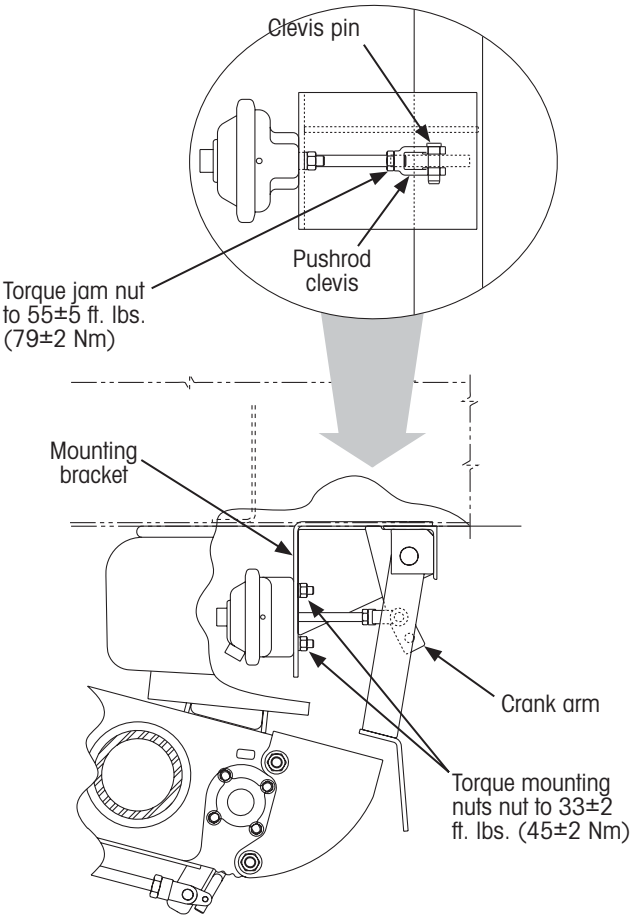

Figure 46: INTRAAX® stationary brake chamber installation details
2. **Slide** the brake chamber pushrod through the mounting bracket (Figure 46). Align the pushrod clevis with the top hole in the crank arm. Insert the clevis pin through the clevis and crank arm. Secure the clevis pin with a cotter pin.
3. **Tighten** the brake chamber mounting nuts (Figure 46) to 33±2 ft. lbs. (45±2 Nm) of torque.